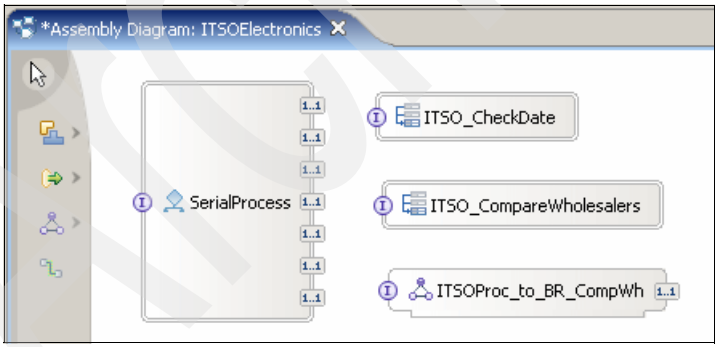

Figure 10-73 Assembly diagram
2. Drag the following components into the assembly diagram as shown in Figure 10-73: